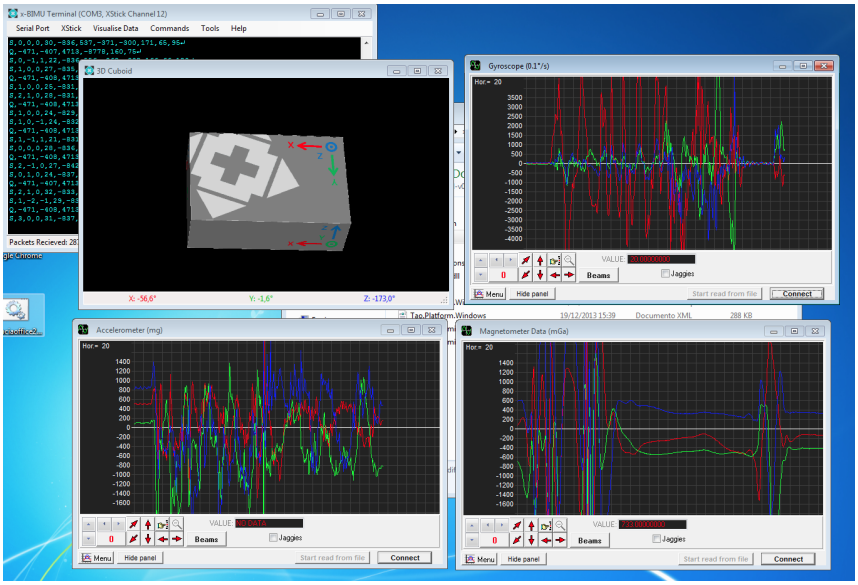

Figura 6: Visualización de datos desde TERMINAL
1. Para visualizar los datos, utilice el menú que despliega '`Visualise Data`' de la ventana principal de TERMINAL. Los comandos que se despliegan permiten visualizar el movimiento de x-BIMU en el espacio 3D (`Quaternion`), los valores de giróscopo (`Gyroscope`), acelerómetro (`Accelerometer`), magnetómetro (`Magnetometer`), batería (`Battery`). Tal y como puede ver en la Figura 6, cada uno de estos comandos abre una ventana donde se muestra gráficamente los datos capturados en *casi* tiempo real. Los colores indican la componente representada: *rojo*-`X`, *verde*-`Y` y *azul*-`Z`. El alumno puede cambiar la escala de la gráfica con las flechas ←↑↓→ de la ventana de la gráfica.